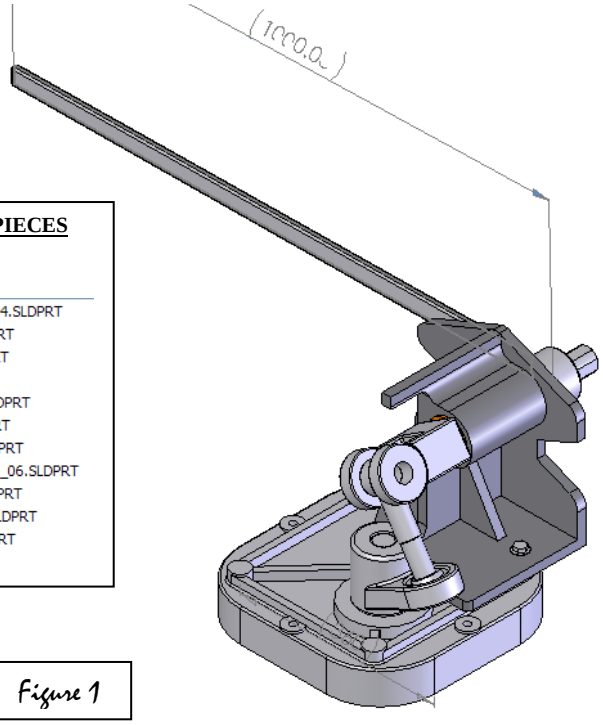

Figure 1
Un ensemble de pièces simplifié (voir figure 1) va nous permettre de faire un modèle numérique destiné à étudier la cinématique du système.
- Arbre fourche et barre ; le nommer S_{03} ; la position origine étant celle de la figure 1.